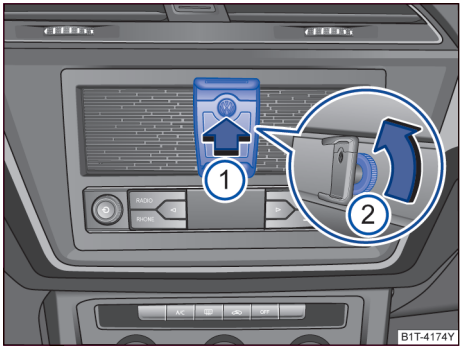

图 194 拆卸和安装手机支架 ▶
拆卸手机支架：握紧手机支架后的圆盘状旋钮，逆时针旋转→ 图 194 ②。
安装手机支架：将手机支架后部的固定销插入中控台上的 VW 圆形底座内，直至听到锁止声→ 图 194 ①。